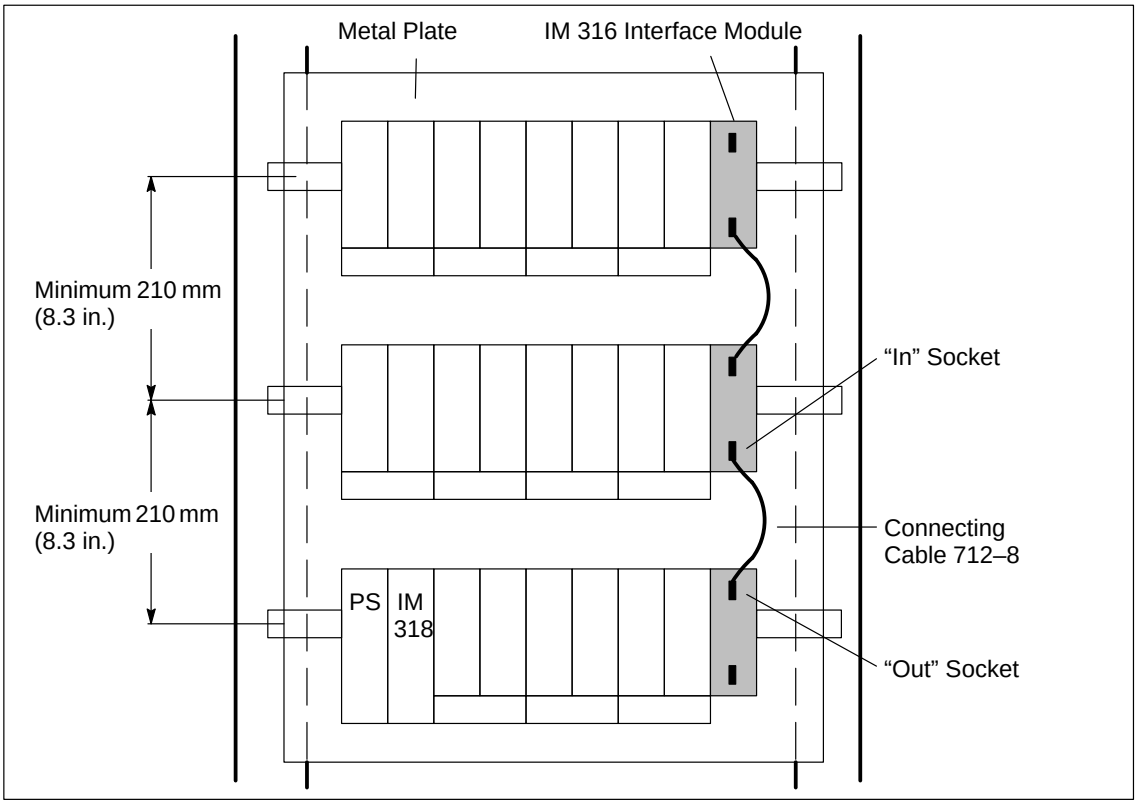
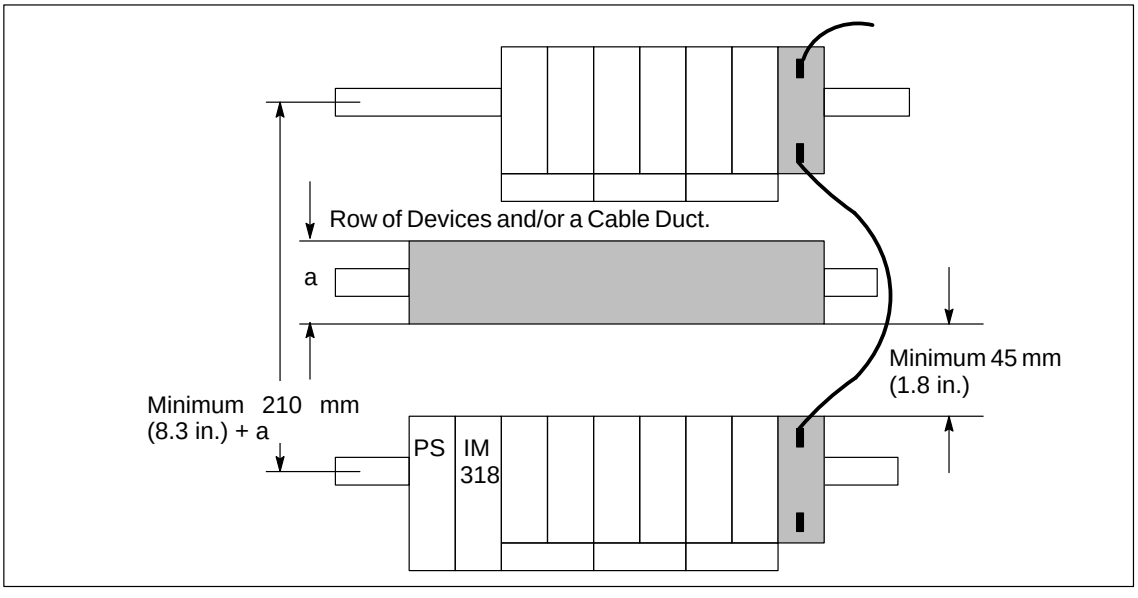

Figure 3-6 Multi–Tier Configuration in a Cabinet Using IM 316 Interface Modules
Figure 3-7 Multi–Tier Configuration with a Row of Devices
5. If you are using IM 316 interface modules, use a 712–8 connecting cable to connect the two modules and secure the connectors of the cable with two screws each (see Figure 3-6).
Make sure that you include at least 210 mm (8.3 in.) net clearance between the tiers (see Figures 3-6 and 3-7).
Figure 3-6 shows a multi–tier configuration using IM 316 interface modules in a cabinet. Cabinet installation can be necessary under following conditions:
If you use the vertical configuration, you must maintain the same minimum clearances as with the horizontal configuration. (see Fig. 3-6 or Fig. 3-7).